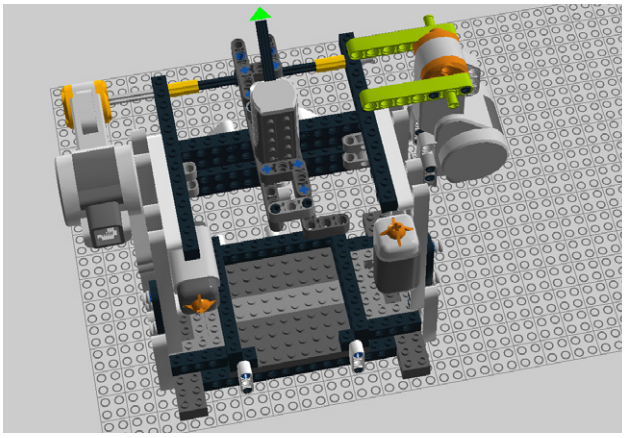

Figure 5-77. *Step 70: Adding beams and connectors*
70. A pair of 7M beams and two more connectors come next (see Figure 5-77).